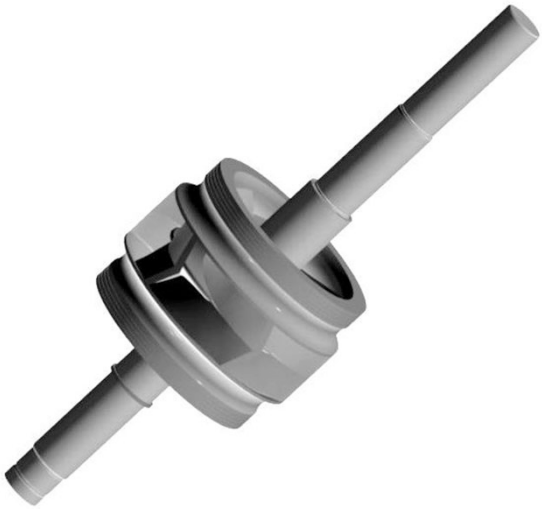

Figure 36: Impeller pressed onto shaft
4. Trim the gaskets flush with the lower casing bores. (see Figure 36)